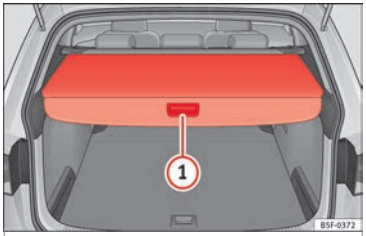

Fig. 160 En el maletero: bandeja portaobjetos.
• Presione sobre el asidero de la bandeja portaobjetos (*press*) hasta desbloquearla ››› **fig. 160** (1). La bandeja se desplaza automáticamente hasta el final del recorrido enrollándose completamente.